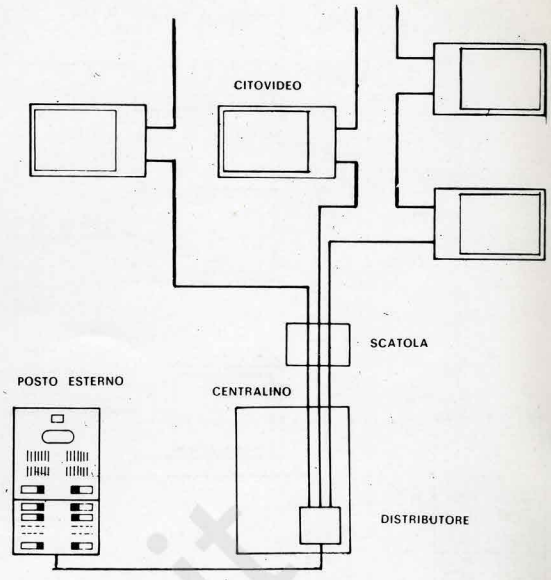

fig. 2
2) Con più colonne montanti è necessario utilizzare il nostro Distributore Video, inseribile nel centralino, che può servire da un minimo di due ad un massimo di 10 colonne montanti fig. 2.